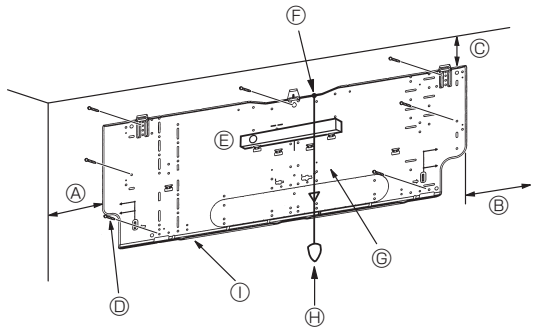

Afb. 3-4
3.2.3. De muurbevestigingsmal aanbrengen (Afb. 3-4)